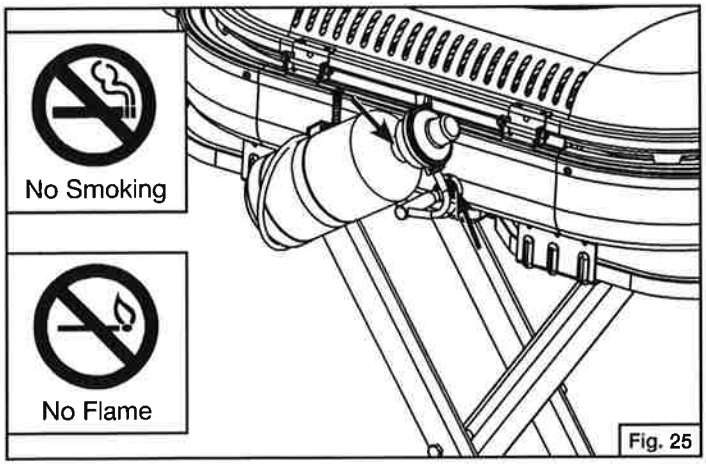

Fig. 25
3. Apply a soap solution to the connections indicated with the arrows. (Fig. 25) If bubbles appear at these areas, a leak is indicated.